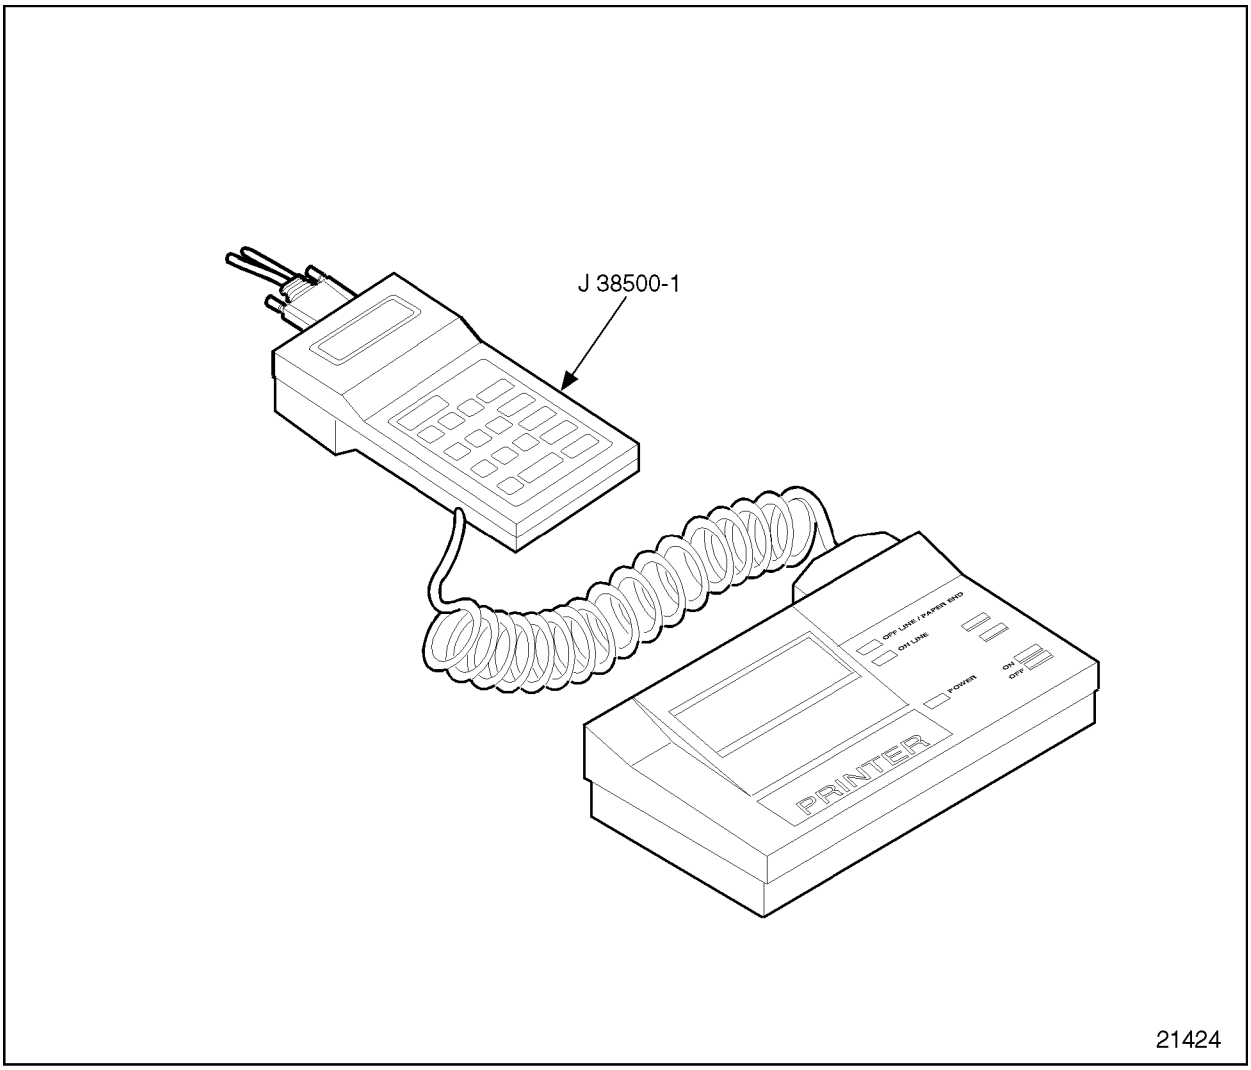

Figure 2-98 The DDR and Printer
1. A DDR can be used to read the codes. See Figure 2-98.
2. A personal computer (PC) connected to the ECM through a translator device which converts J1708 to RS232 protocol can be used.
The hand-held DDR is used on engines equipped with DDEC III/IV to display engine description, diagnostic data, fault codes, and to program the ECM calibration. A printout of the information displayed on the DDR, can be obtained by attaching a printer. The diagnostic data reader kit, J 38500-D, includes a reader, cable, carrying case, DDEC cartridge, manual, and a six-pin adaptor. See Figure 2-98.